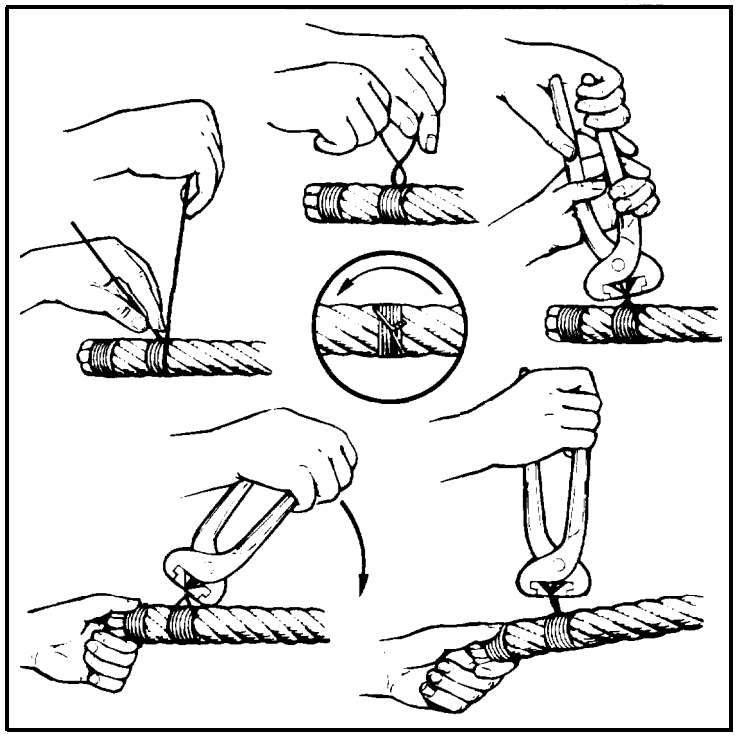

Figure 4-30. Seizing Wire Rope - Method A
2. Method B: The second of two accepted methods for placing seizing on wire rope is illustrated in Figure 4-30. The seizing itself should be a soft or annealed wire or strand. The seizing wire diameter and the length of the seize will depend on the diameter of the wire rope. But the length of the seizing should never be less than the diameter of the rope being seized. For preformed ropes, one seizing on each side of the cut is normally sufficient. But for those that are not preformed, a minimum of two seizings is recommended (Figure 4-3 1). Seizings should be spaced six rope diameters apart.